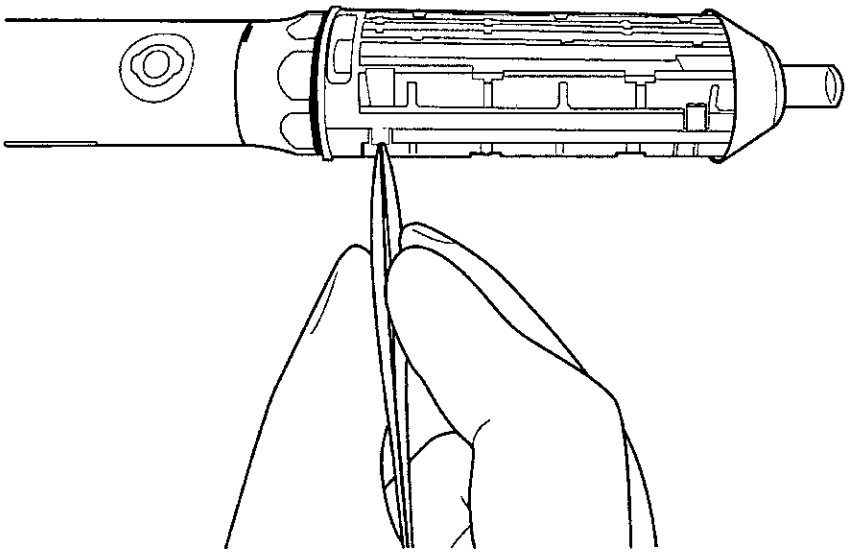
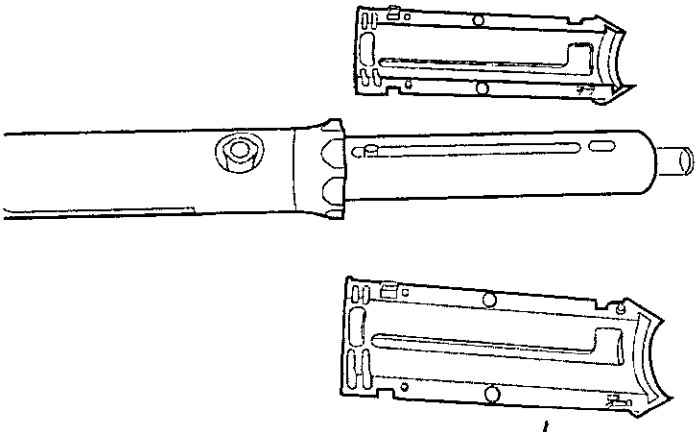

Figura 17. Liberación de las dos mitades de la empuñadura
Figura 18. Separación de las dos mitades de la empuñadura
3. Utilice una pinza para liberar las lengüetas (Figura 17) y separar las dos mitades grises que se encuentran debajo de la empuñadura azul (Figura 18).